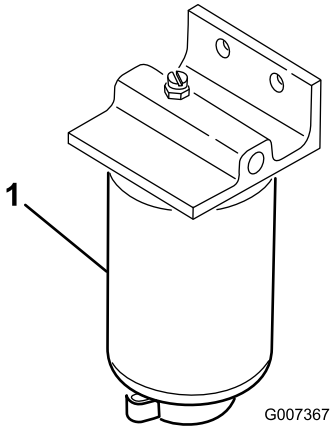

Figur 45
1. Placera en ren behållare under bränslefiltret (Figur 45).
2. Rengör området där filterskålen ska monteras (Figur 45).